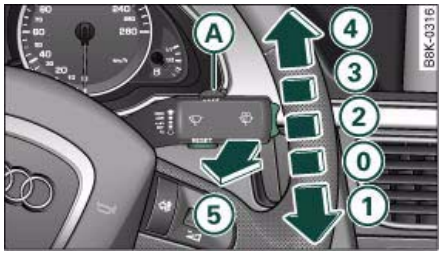

Fig. 67 Windscreen wiper lever
To reduce the sensitivity level of the rain sensor move control (A) ⇒ *page 65,* fig. 67 to the left. To increase the sensitivity level of the rain sensor move the control to the right.
– Move the automatic wash and wipe lever to position (5) ⇒ *page 65,* fig. 67.
– If the wiper blades are not frozen to the windscreen, move the windscreen wiper lever to the "off" position (0) ⇒ *page 65,* fig. 67.